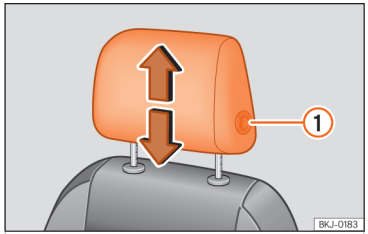
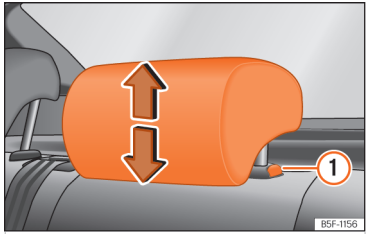

Abb. 63 Vordersitz: Kopfstützeneinstellung.
Abb. 64 Kopfstütze hinten: Kopfstützeneinstellung.
- Fassen Sie die Kopfstütze seitlich mit beiden Händen und schieben Sie sie nach oben, bis sie in der gewünschten Position einrastet. Gehen Sie zum Absenken auf gleiche Weise vor und drücken Sie die seitliche Taste ① ››› (Abb. 63) , ››› (Abb. 64).